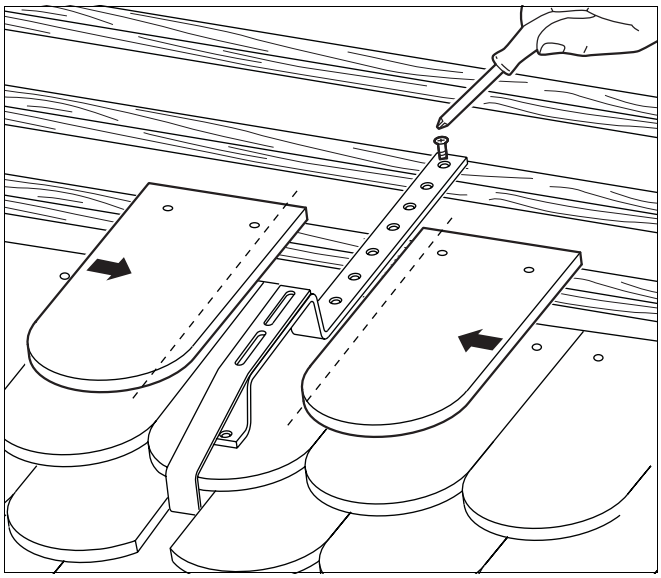

Afb. 29 Beverstaartpannen snijden en monteren
- Snijd de aansluitende beverstaartpannen (afb. 29) en bevestig ze ter plaatse.